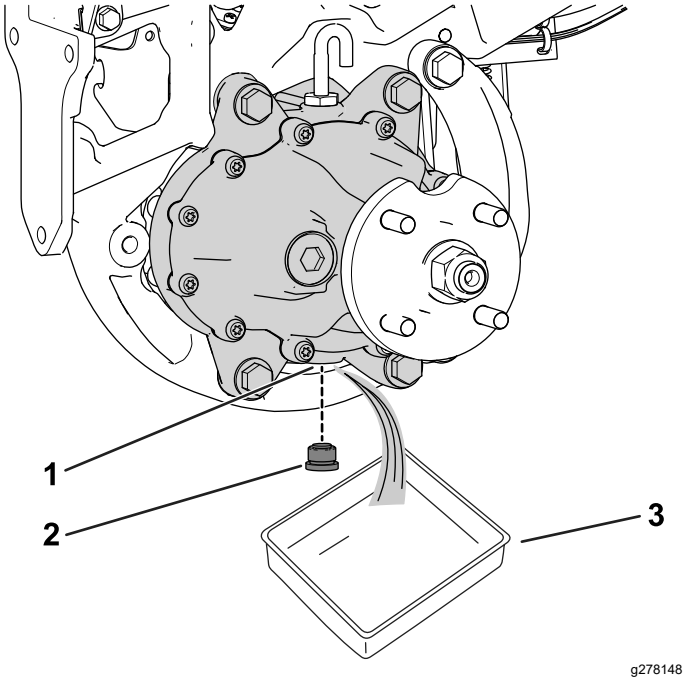

Figure 61
3. Placez un bac de vidange sous le moteur de roue (Figure 61).
4. Enlevez le bouchon de l'orifice de vidange (Figure 61).
6. Remettez le bouchon de vidange dans l'orifice de vidange (Figure 61).